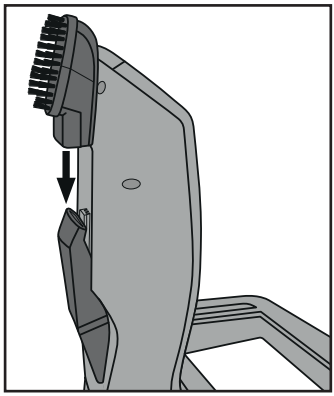

Bild 5
- Fogmunstycket ⑰ och borstmunstycket ⑯ kan sättas på baksidan av hållaren ㉔ på hållarna för borstmunstycket ㉑ och fogmunstycket ㉒.
- Sätt först fogmunstycket ⑰ på hållaren till fogmunstycket ㉒ så att sugöppningen pekar mot hållaren ㉔.
- Sätt sedan borstmunstycket ⑯ på hållaren till borstmunstycket ㉑ så att det täcker änden av fogmunstycket ⑰ (bild 5 och 6).